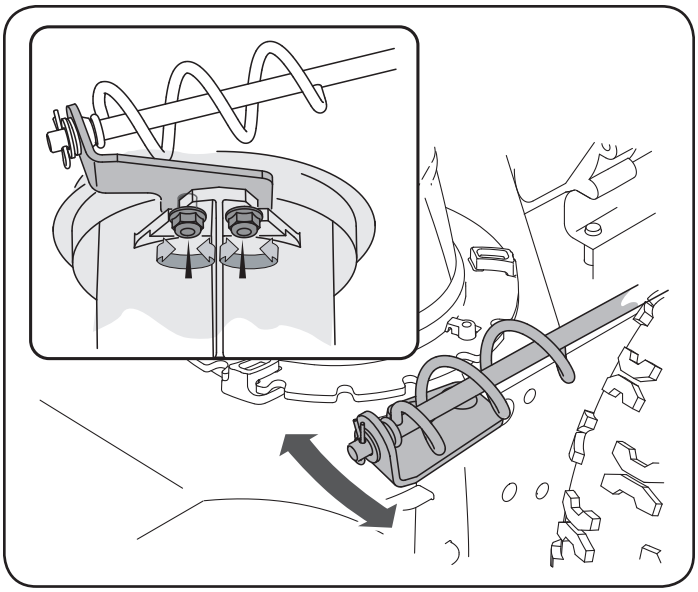

Figura 12
1. Afloje las dos tuercas que sujetan el soporte del canal y cambie su posición ligeramente. Vea la figura 12.